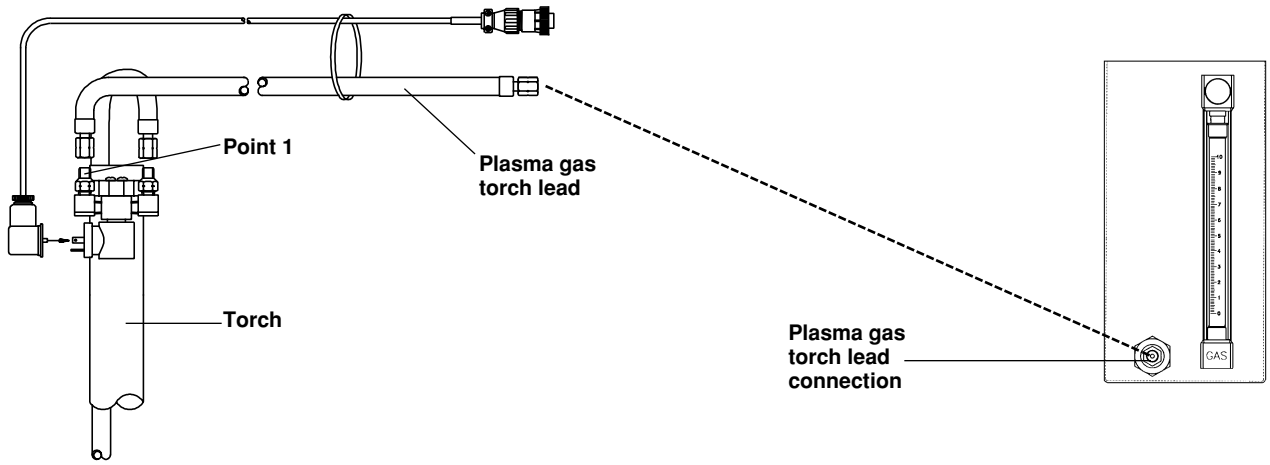

Figure 7-5 Argon-Hydrogen Manifold to Torch Connection Points
Plasma gas torch lead – Argon-Hydrogen Manifold to Torch (Fig. 7-5)
C. Attach one end of the argon-hydrogen plasma gas torch lead (Fig. 7-4) to the **Plasma gas torch lead connection** located on the front of the manifold. (Fig. 7-5)
D. Attach the other end of the plasma gas torch lead to **Point 1** on the torch**.** (Fig. 7-5)
Connect the nitrogen supply to the shield connection at the rear of the gas console. (Fig. 7-5)
3. Remove the argon-hydrogen plasma gas torch lead from point 1 of the torch. See Figure 7-5.